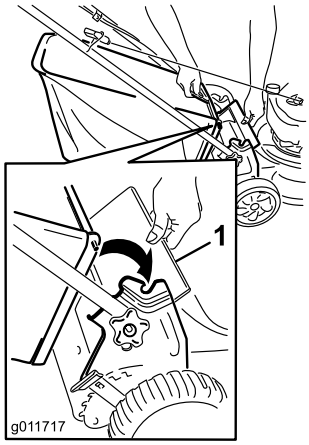

Figuur 21
1. Breng de afvoergeleider aan de achterzijde omhoog (Figuur 21).
2. Plaats de handgreep van de grasvanger in de inkepingen op de beugels van de handgreep (Figuur 21).